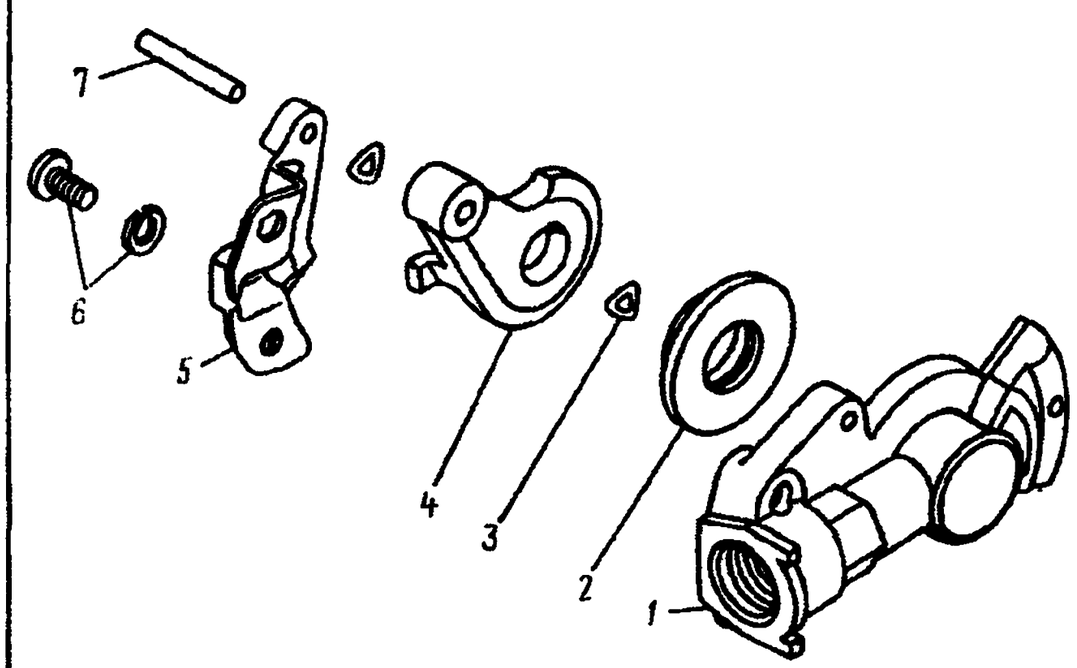

Рис. 327. Головка соединительная типа «Палм»:
2. Вывернув винты *6* (рис. 327), снимите направляющую *5*, шайбу *3*	Отвертка